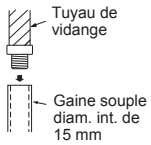

Fig. 2
- Si le tuyau de vidange fourni avec l'unité interne est trop court, connectez-le au tuyau de vidange (I) se trouvant dans le local d'installation. (Fig. 2)